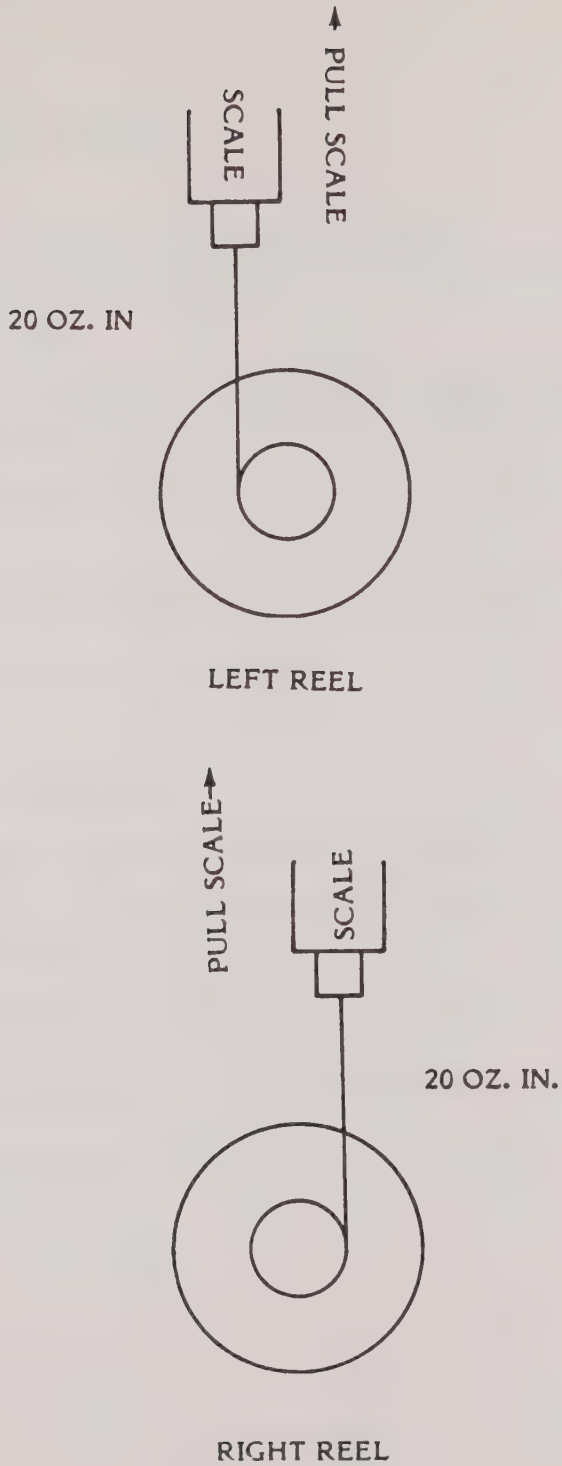

Figure 5-1. Brake Torque Measurement
c. Attach one end of a cord to the reel as shown in Figure 5-1 and attach a pull scale to the other end of the cord.